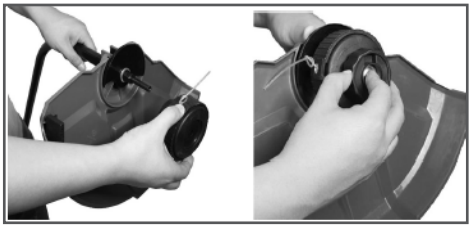

Рис. 4 Установка триммерной головки
3. Снимите триммерную головку, нанесите на резьбовую часть выходного вала штанги консистентную смазку CHAMPION EP-0 (в комплект поставки не входит). Установите корпус триммерной головки и закрепите ее гайкой (Рис. 4)